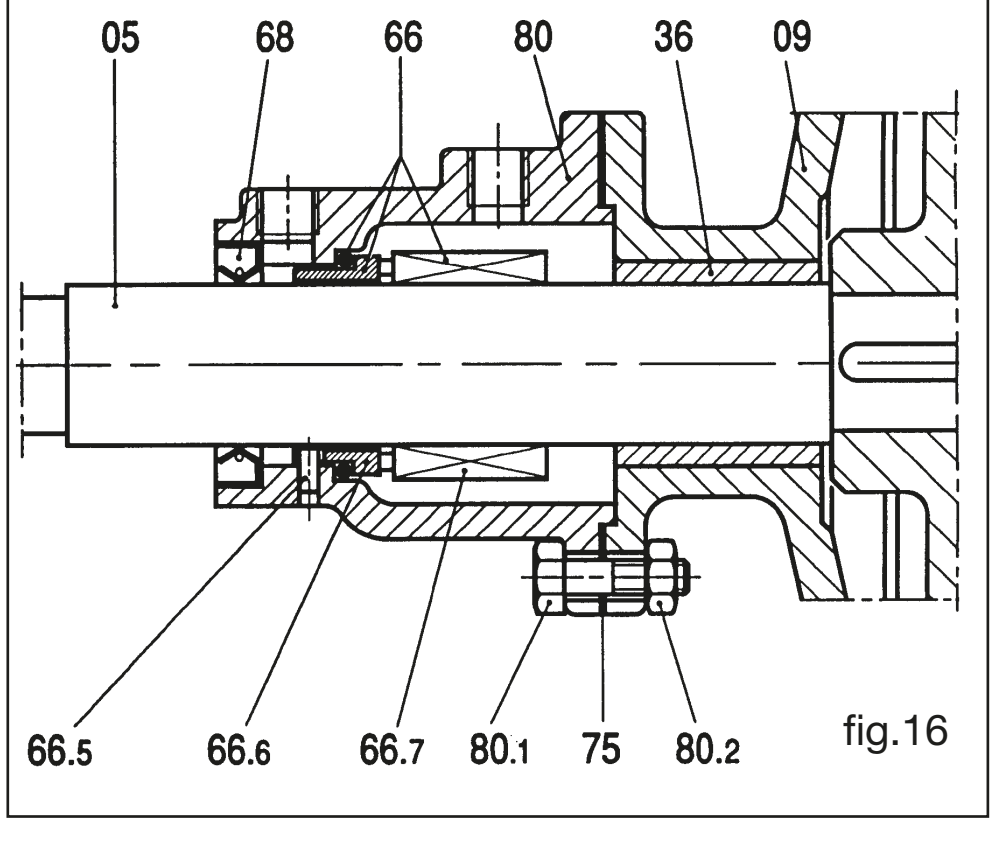

fig.16
11.9 Démontage de la garniture mécanique simple ST4, ST5, ST6 (fig.16)